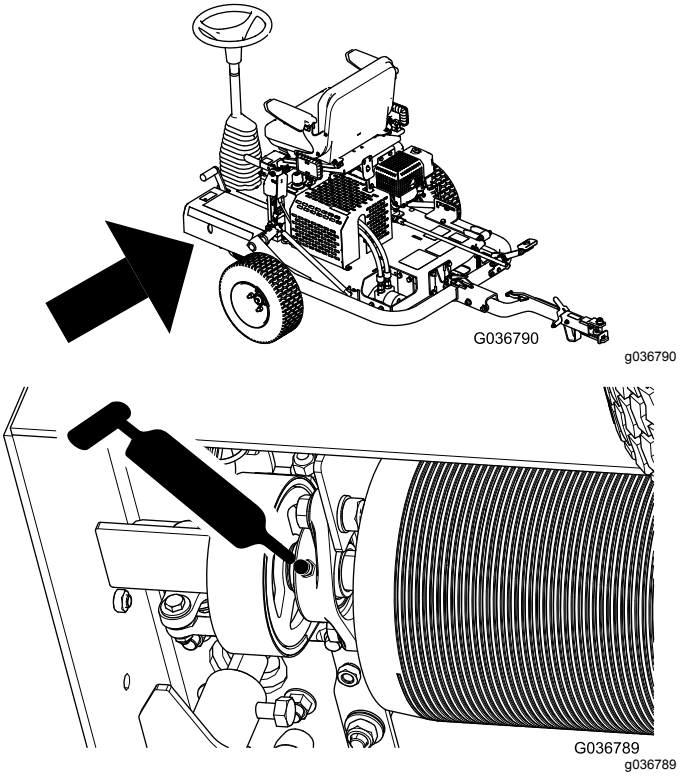

Figur 29
2. Pump smørefett inn i smørenippelen som vist i Figur 29.